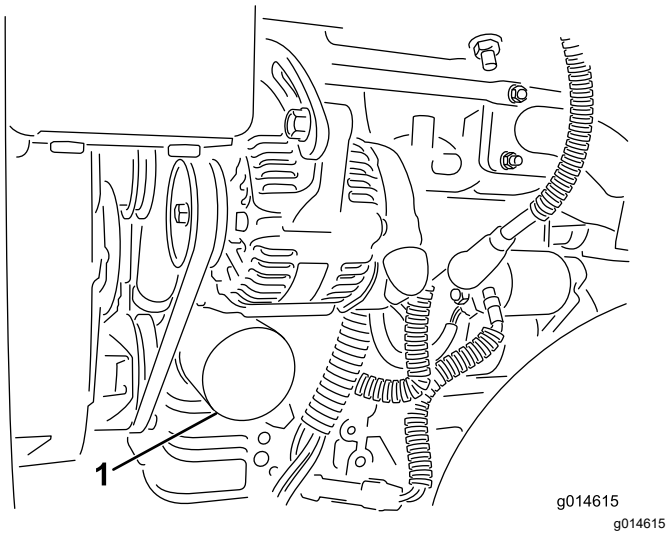

Figuur 35
2. Verwijder het oliefilter (Figuur 35). Smeer een dun laagje schone olie op de pakking van het filter.